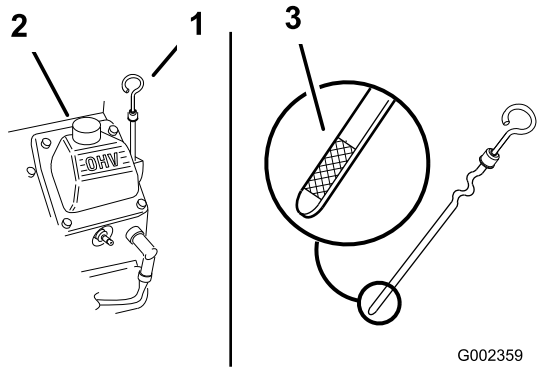

**Figur 20**
3. Rengør området omkring målepinden (Figur 20), så der ikke trænger snavs ned i påfyldningshullet, hvilket kan beskadige motoren.
4. Skru målepinden af, og tør enden ren (Figur 20).
5. Før målepinden helt ind i påfyldningsrøret, men skru den ikke fast på røret (Figur 20).
6. Hæld langsomt ca. 80 % af den angivne olie i påfyldningsrøret (Figur 20).